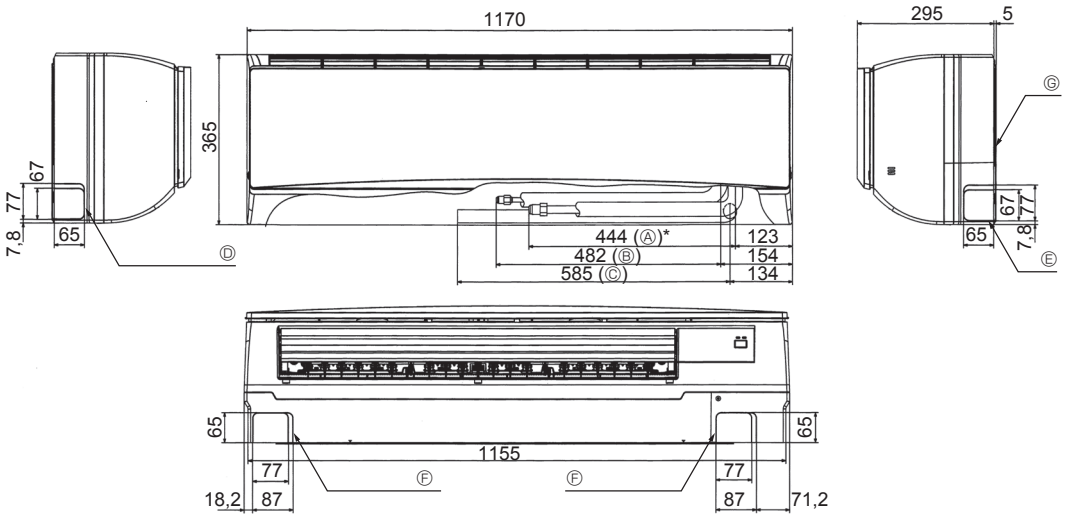

Afb. 4-3
4.4. Plaats van de koelstof- en afvoerpijpen (Afb. 4-3)